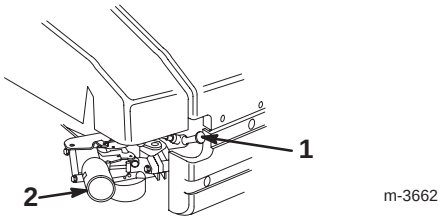

Bild 10
1. Stecken Sie den Zündkerzenstecker auf die Zündkerze (Bild 10).
2. Ziehen Sie den Zündkerzenstecker ab (Bild 10).